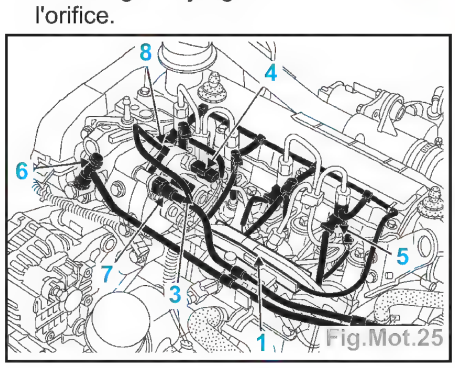
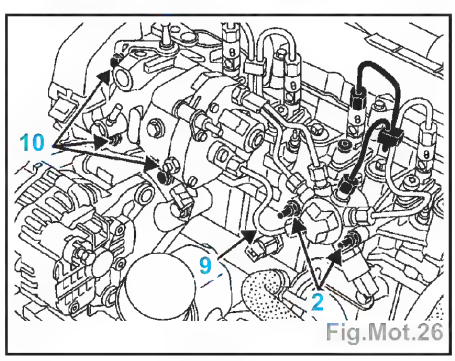

Fig.Mot.25
Fig.Mot.26
- la goulotte (1) située sur la rampe de carburant (Fig.Mot.25),
- Dévisser de quelques filets, les écrous de fixation (2) de la rampe (Fig.Mot.26).
- les connecteurs de l'actuateur de débit (3) et du capteur de température de gazole (4) (Fig.Mot.25),
- les bougies de préchauffage et les injecteurs (5),
- sur la pompe, les tuyaux d 'alimentation (6) et de retour (7),
• le tuyau de retour (8) reliant l'injecteur à la pompe.
- Déposer le tuyau haute pression (9) reliant la pompe à la rampe (Fig.Mot.26). Pour cela :
- Déposer les trois vis de fixation (10) de la pompe d'injection puis déposer celle-ci (Fig.Mot.26).